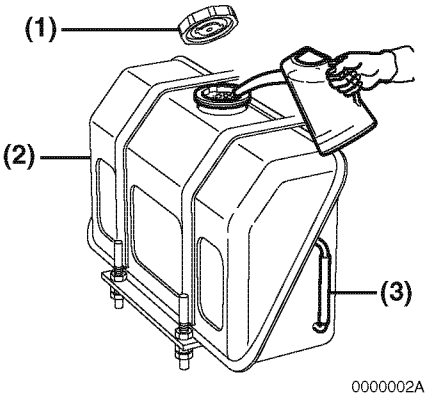

Figure 4-4
1. Clean the area around the fuel cap **(Figure 4-4, (1))**.
2. Remove the fuel cap **(Figure 4-4, (1))** from the fuel tank **(Figure 4-4, (2))**.
3. Observe the fuel level sight gauge **(Figure 4-4, (3))** and stop fueling when the gauge shows the fuel tank is full. NEVER overfill the fuel tank.
4. Replace the fuel cap **(Figure 4-4, (1))** and hand tighten. Over-tightening the fuel cap will damage it.